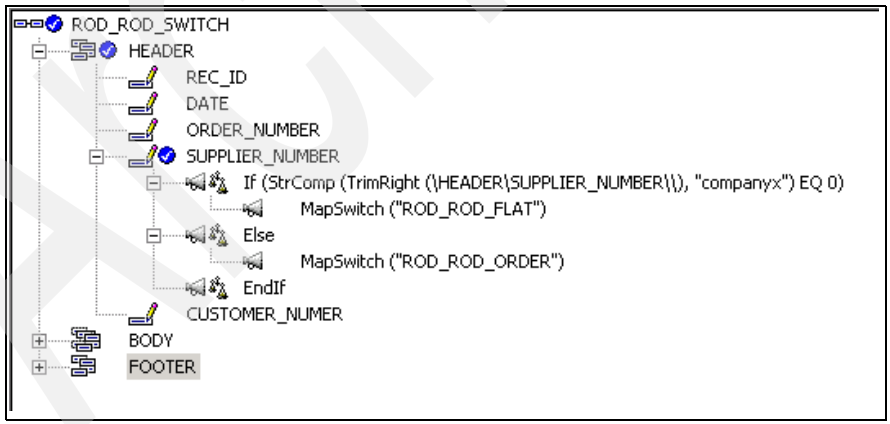

Figure 16-11 Mapping command window
3. When the Mapping Command Editor opens, overwrite the mapName value with the name of the map to be called, for example `ROD_ROD_ORDER`. This map will be executed when our source document contains a supplier number other than companyx. Click **OK** to close the Mapping Command Editor. The Mapping Command window of our ROD_ROD_SWITCH map should now appear as shown in Figure 16-11.